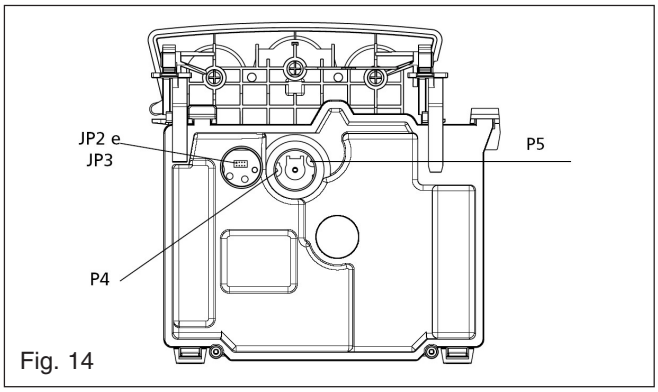

Fig. 14
The timer delay can be de-activated by the insertion of a 'jumper' on the PCB at JP2 (fig.14) or by isolating the appliance from the electrical supply for 30 seconds.
You should ensure that all radiators or heat emitters are fully open during the above procedure. This will ensure that the output of the boiler (burner pressure) is not compromised due to a high flow temperature. It may be necessary to fit a jumper tag to the main PCB (JP2) in order to cancel the timing function for the 75% output at start up (see fig. 14).
- You should ensure that all radiators or heat emitters are fully open during the above procedure. This will ensure that the output of the boiler (burner pressure) is not compromised due to a high flow temperature. It may be necessary to fit a jumper tag to the main PCB (JP2) in order to cancel the timing function for the 75% output at start up (see fig. 14).